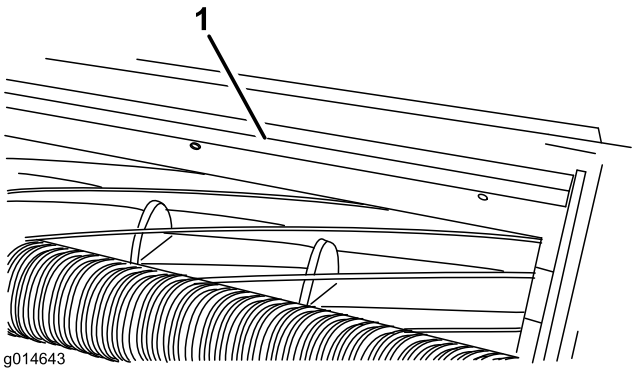

Figur 17
1. Løsn skruerne, som fastholder den øverste stang (Figur 17) til klippeenheden.